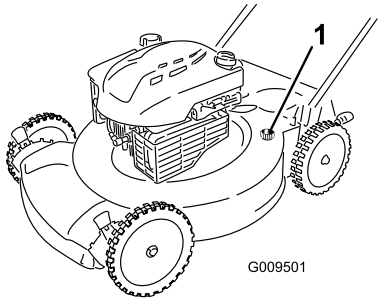

Figuur 24
4. Bevestig een tuinslang die aangesloten op een kraan, aan de wasaansluiting op de maaikast (Figuur 24).